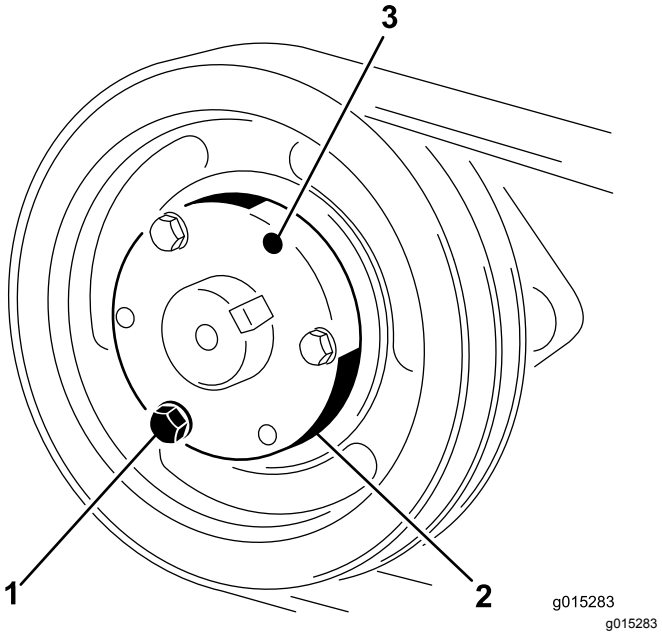

Figuur 26
1. Verwijder de bouten en borgringen een voor een en schroef ze in de aanliggende gaten (Figuur 26).